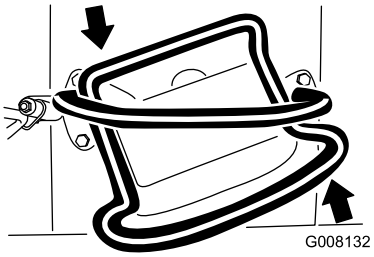

Bild 10
- Drehen Sie den Fahrantriebshebel nach links, um nach links zu fahren (Bild 10.